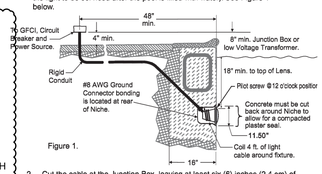

Figure 1.
1. Route light cable through conduit to Junction Box, leaving at least four (4) feet of cable at the light fixture to coil around the light (this allows the light to be serviced after the pool is filled with water). See Figure 1 below.